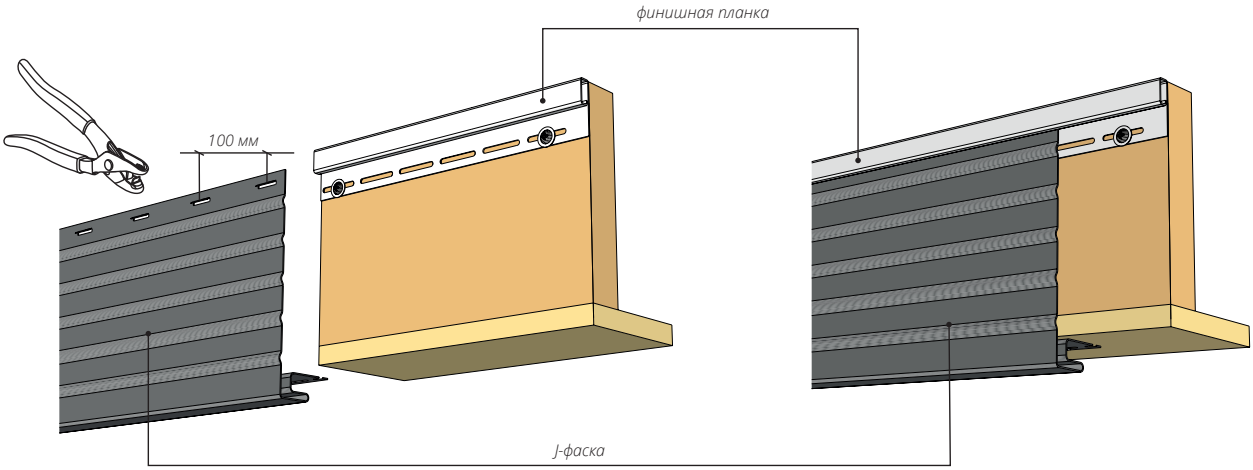

Рисунок 86
20.1 Монтаж с помощью J-фаски (ветровой доски). Если ширины ветровой доски достаточно для закрытия лобовой доски J-фаской, монтаж осуществляется следующим образом: вдоль верхнего края лобовой доски устанавливается финишная планка (рис. 86); при необходимости J-фаска обрезается до нужной ширины; используя пробойник насечек, сделайте насечки с интервалом 100 мм и установите J-фаску таким образом, чтобы ее верхний край фиксировался в финишной планке.